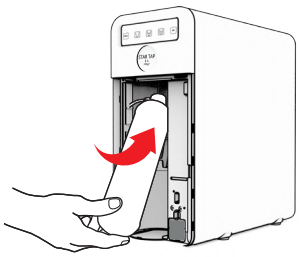

Fig. 7-14
25.5 - Inserire la bombola del gas CO_2 **verticale con la valvola rivolta verso l'alto** assemblata con il riduttore già regolato, nel vano interno dell'apparecchio, vedi Fig. 7-14.